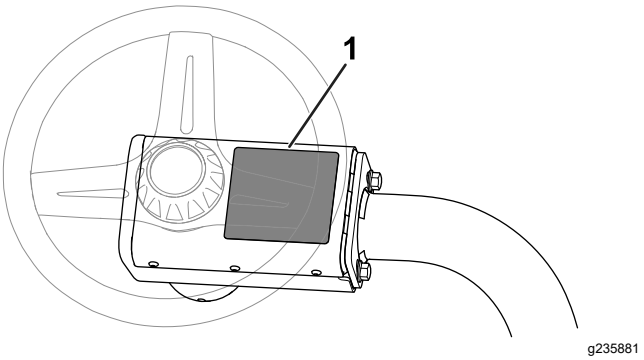

Figuur 9
- Breng de CE-waarschuwingssticker (onderdeelnummer 136-8505) aan over de aanwezige waarschuwingssticker (onderdeelnummer 136-8506). Figuur 9 toont de locatie van de waarschuwingssticker.